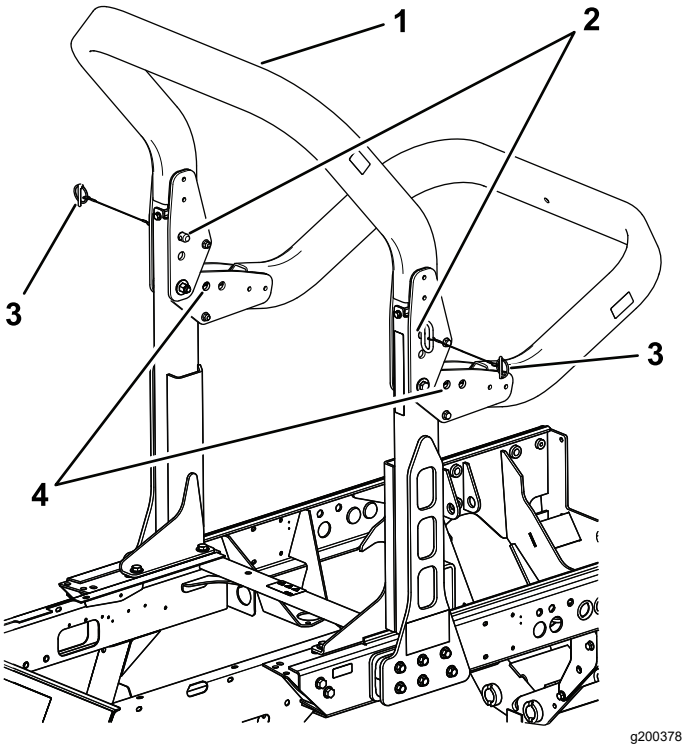

**Figur 73**
2. Støtt vekten av veltebøylens øvre ramme mens du fjerner låsepinnene og splittpinnene fra svingbrakettene (Figur 73).